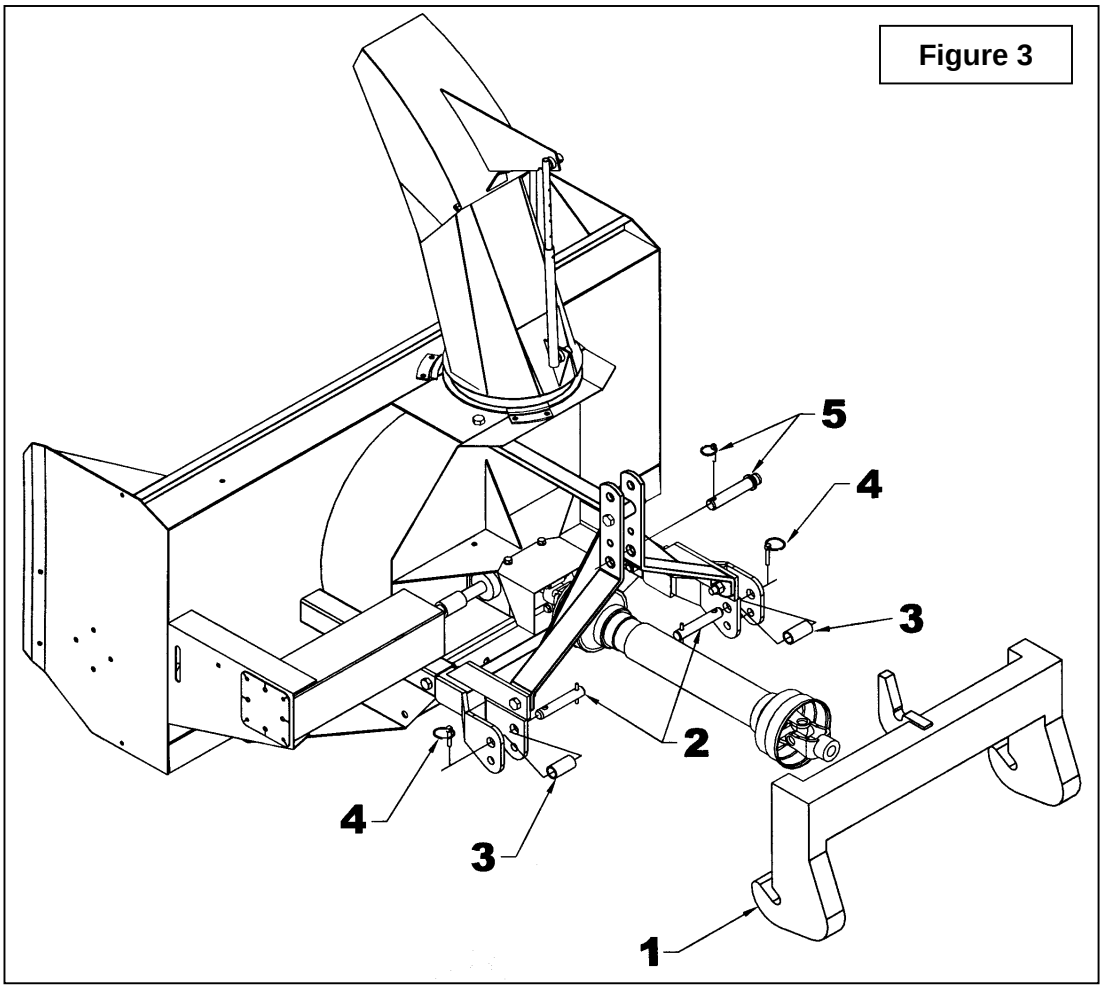

Figure 3
Installation de la Souffleuse avec Attache Rapide ***(Figure 3)***
1. Installer les goupilles Cat. 2 – 1 1/8" x 6 1/2" lg (item 2) en insérant un coussinet (item 3 non fourni) entre les plaques des attaches inférieures et fixer en place avec les goupilles à anneau (item 4) tel qu'illustré.
2. Installer des goupilles (item 5 non fournies) dans le trou inférieur des attelages tel qu'illustré à la figure 3.